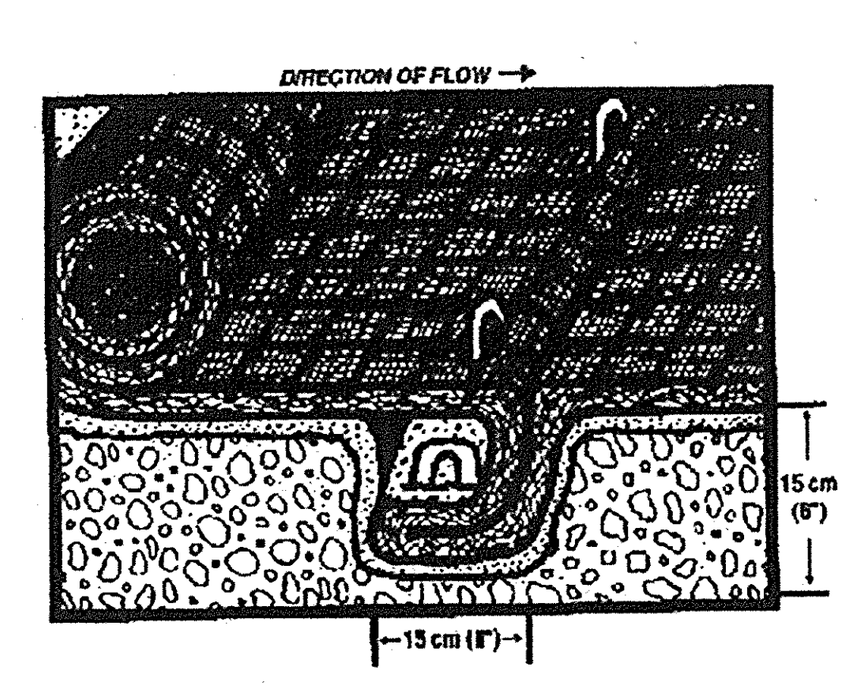

Figure 2: Intermittent Check Slot (Channels)
- Excavate intermittent check slots 15 cm (6") deep and 15 cm (6") wide across the channel at 9.1 m (30') intervals along the channel (Figure 2).
- Fold and secure all Pyramat rolls snugly into intermittent check slots. Lay Pyramat in the bottom and fold back against itself. Anchor through both layers of mat at 30 cm (1') intervals then backfill and compact soil (Figure 2). Continue rolling Pyramat upstream over the compacted slot to the next check slot or terminal anchor trench.